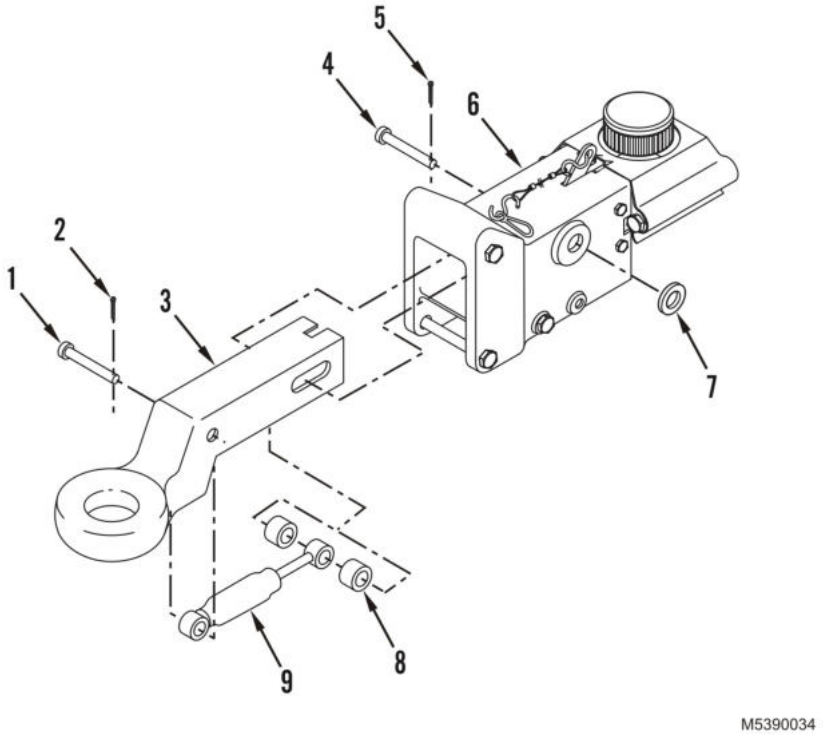

Figure 2. Lunette Installation.
1. Install lunette assembly (Figure 2, Item 3) with attached damper (Figure 2, Item 9) and spacers (Figure 2, Item 8) into actuator housing (Figure 2, Item 6).
2. Install master pin (Figure 2, Item 4) through lunette assembly (Figure 2, Item 3), damper (Figure 2, Item 9), spacers (Figure 2, Item 8), and actuator (Figure 2, Item 6).
3. Secure master pin (Figure 2, Item 4) with washer (Figure 2, Item 7) and new cotter pin (Figure 2, Item 5).